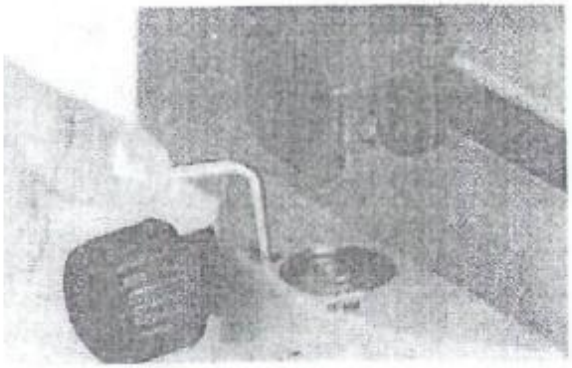

Рисунок 11
- Повторите шаги с 1 по 4 до тех пор, пока пузырек не перестанет отклоняться от центра (рис. 11)